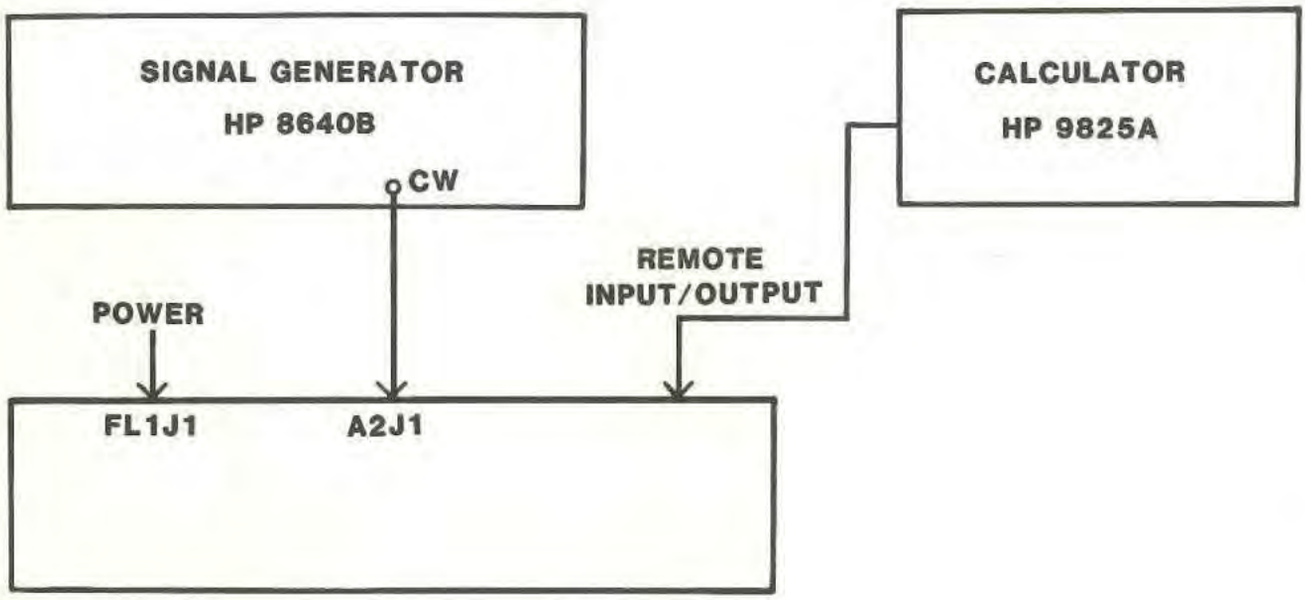

Figure 1-14. Signal Strength Alignment Equipment Setup
1. Connect the test equipment as shown in **Figure 1-14** and energize all equipment.